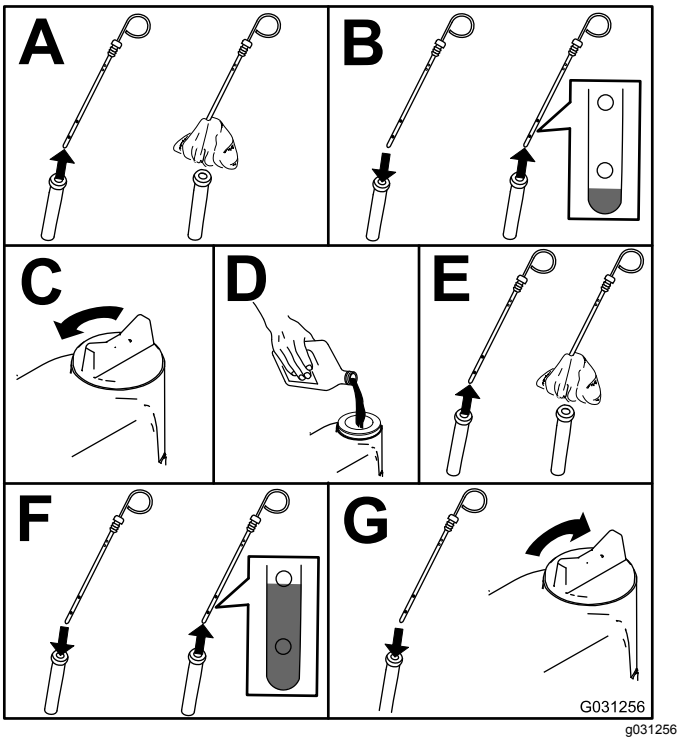

Figuur 74
2. Motoroliepeil controleren (Figuur 74).